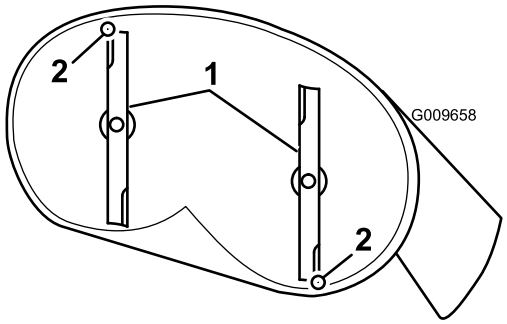
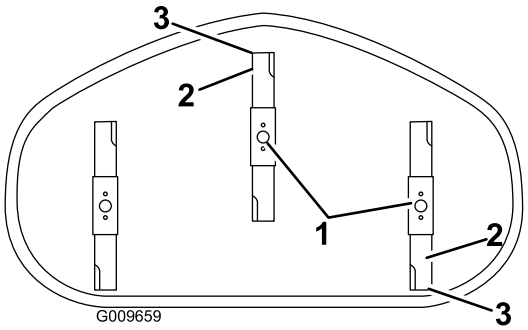

**Figur 62**
**Figur 63**
4. Roter knivene forsiktig slik at de står på langs (Figur 62 og Figur 63).
5. Mål fra tuppen på den fremre kniven til den flate overflaten, og tuppen på den bakre kniven til den flate overflaten (Figur 62 og Figur 63). Hvis den fremre knivtuppen ikke er 1,6–7,9 mm lavere enn den bakre knivtuppen, må du justere den fremre låsemutteren.
8. Kontroller knivens hellingsvinkel på langs på nytt etter justering. Fortsett å justere mutteren til den fremre knivtuppen er 1,6–7,9 mm lavere enn bakre knivtupp (Figur 62 og Figur 63).